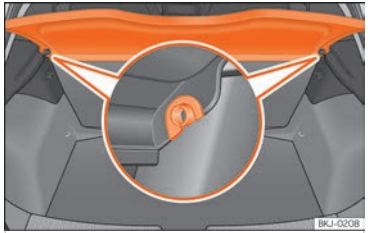

Fig. 140 Al maleter: desmuntar i muntar la safata.
- Desencaixeu la safata dels suports laterals ››› fig. 140 estirant-la cap amunt i extraieu la safata.
- Introduïu la safata horitzontalment fent coincidir la "ferradura" sobre l'eix dels suports ››› fig. 140, i premeu cap avall fins que encaixin.